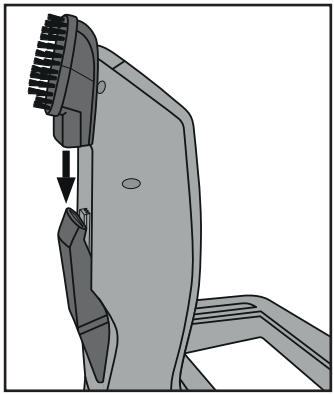

Abb. 5
- Die Fugendüse ⑰ und den Bürstenaufsatz ⑯ können Sie auf die Rückseite der Halterung ㉔ auf die Halterung Bürstenaufsatz ㉑ und die Halterung Fugendüse ㉒ stecken:
- Stecken Sie zuerst die Fugendüse ⑰ so auf die Halterung Fugendüse ㉒, dass die Saugöffnung zur Halterung ㉔ weist.
- Stecken Sie dann den Bürstenaufsatz ⑯ so auf die Halterung Bürstenaufsatz ㉑, dass diese das Ende der Fugendüse ⑰ mit überdeckt (Abb. 5 und 6).